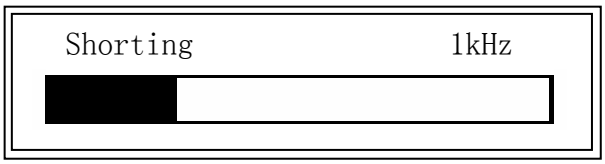

Figure 4-22. Short Correction Information
3) Press ShSWP. TH2816A will measure the short impedance (inductance and resistance) at all frequency points. Figure 4-22 shows the short correction information.